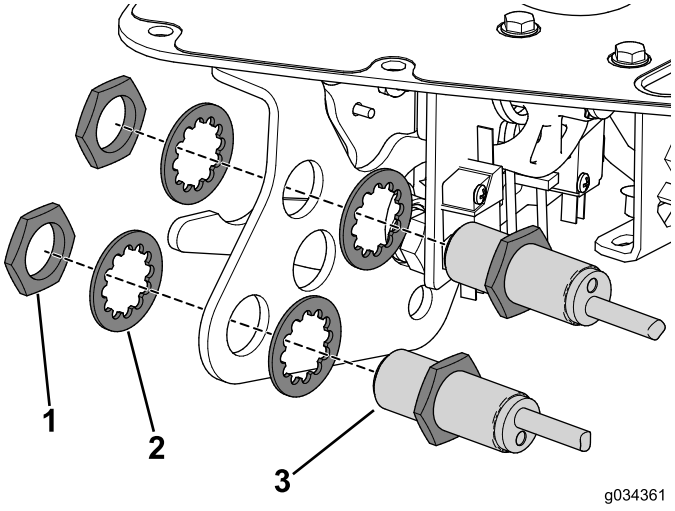

Рисунок 7
5. Открутите гайки, которые крепят бесконтактные датчики к кронштейну рычага управления навесными орудиями (Рисунок 7).